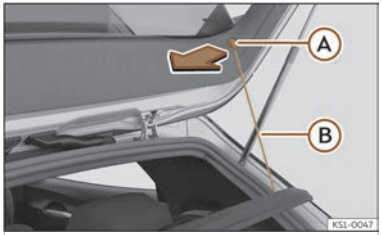

Fig. 161 In the luggage compartment: removing and installing the shelf.
- Detach the cord loops ››› **Fig. 161** Ⓑ from their hooks Ⓐ.
- Attach the securing straps ››› **Fig. 161** Ⓑ onto the rear lid.